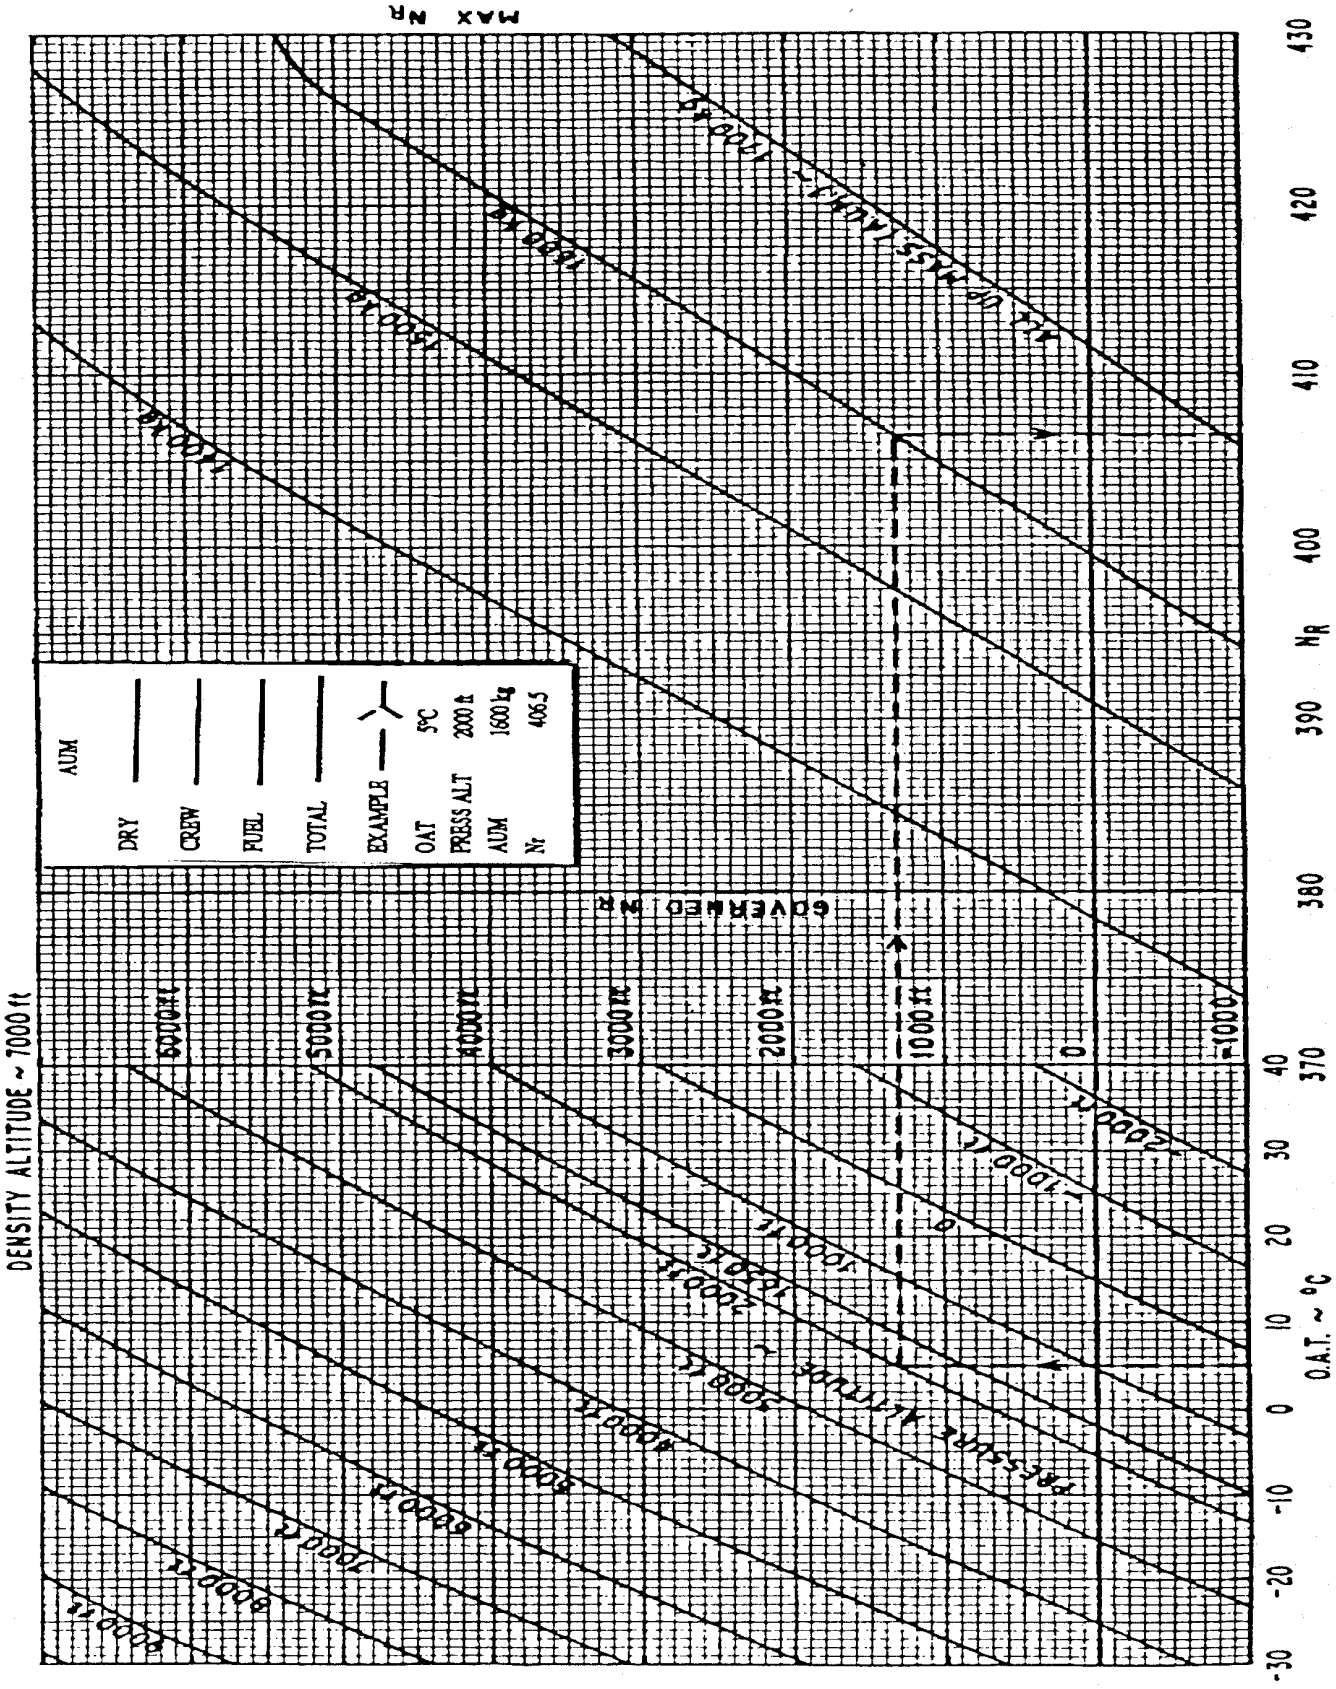

Fig 4. Autorotation RPM
(1) Calculate AUM in autorotation | | Kg.
(2) Check observed Nr against scheduled (Fig. 4 for Ex-mil.)